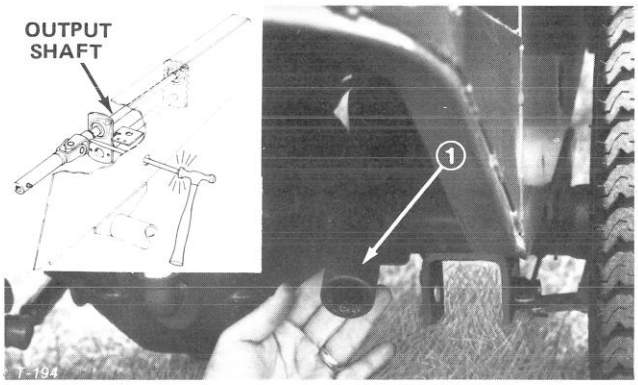

Figure 1
2. Remove five wheel nuts and slide left wheel off axle to expose access holes in chassis frame (Fig. 1).
3. Push PTO lever forward until pulley and brake disengage. Separate PTO shaft halves. Align hole in female half of PTO shaft with hole in output shaft. Then slide female half of PTO shaft onto output shaft (Fig. 1).
4. Through access hole in chassis, drive roll pin into PTO shaft and output shaft with pin punch and ball peen hammer (Fig. 1).